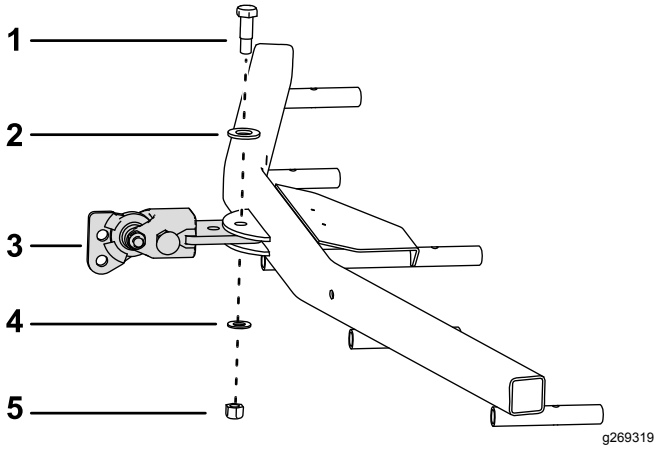

図 7
1. 図 7のように、スプリングレーキにボールヒッチアセンブリを取り付ける。